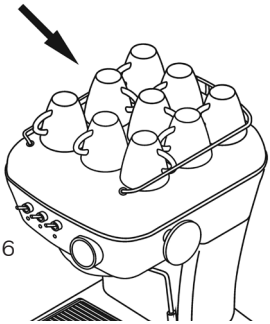

Abbildung 6
3. Platzieren Sie die Tassen auf dem Tassenwärmer 9. Die Temperatur (optimal bei 40 °C/105 °F) wird den Espresso verbessern (siehe Abbildung 6).